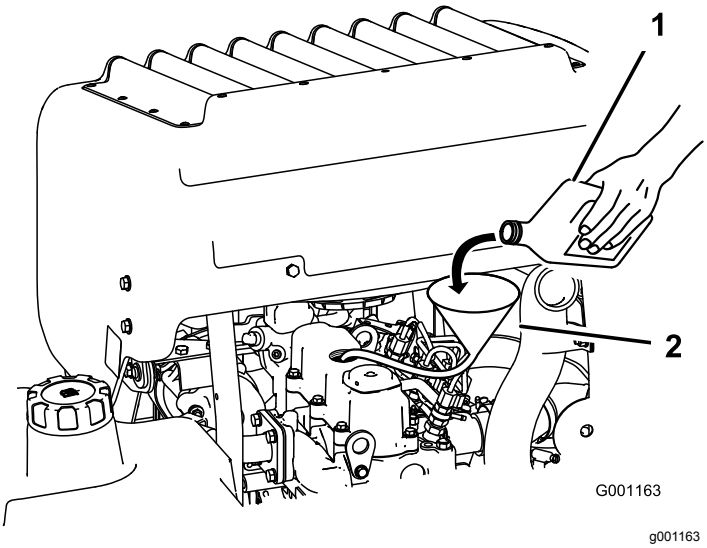

Figur 69
3. Bruk slange og trakt når du fyller olje på motoren (Figur 69).